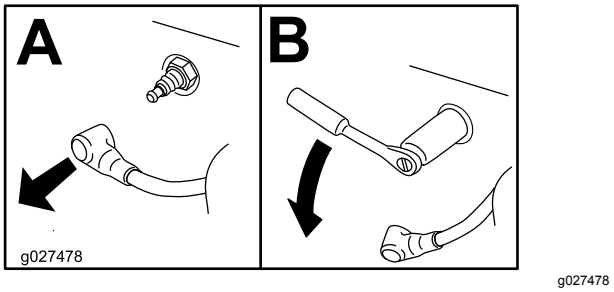

Figur 39
4. Ta bort tändstiftet enligt Figur 39.